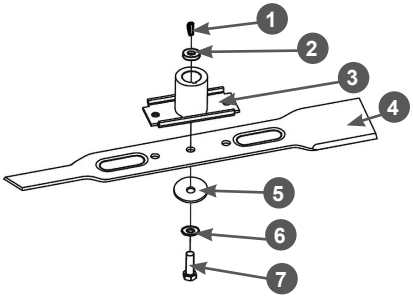

Рис. 24 Установка ножа
2. С помощью соответствующего инструмента открутите болт 7 крепления ножа и снимите нож (Рис. 24).
3. Снимите с вала двигателя адаптер 3 ножа и втулку 2 адаптера (Рис. 24).
4. Убедитесь в том, что шпонка 1 адаптера на месте и не имеет повреждений. Во избежание утери шпонки во время заточки ножа или других работ по обслуживанию газонокосилки рекомендуется извлечь шпонку из шпоночного паза и убрать в надёжное место (Рис. 24).
7. Установите все детали на место в порядке, обратном снятию. Схема установки показана на Рис. 24.
8. Зафиксируйте нож от проворачивания и надёжно затяните болт 7 крепления ножа (Рис. 24).